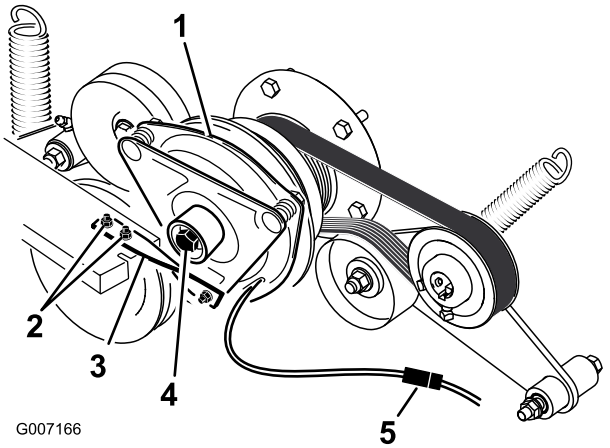

Figuur 62
5. Maak de stekker voor de elektrische aansluiting van de koppeling los (Figuur 62).
6. Verwijder de bouten waarmee de rubberen band van de koppeling is bevestigd aan het frame van de maaier (Figuur 62).
7. Verwijder de middelste bout waarmee de koppeling is bevestigd aan de uitgaande as van de motor en verwijder de koppeling en de spie (Figuur 62).
14. Houd de krukas op de achterkant van de machine, monteer de middelste bout en zet deze vast met een torsie van 68 Nm (Figuur 62).
15. Monteer de rubberen band van de koppeling op het frame van de maaier met de twee bouten en moeren die u eerder hebt verwijderd (Figuur 62).
17. Sluit de stekker voor de elektrische aansluiting van de koppeling aan (Figuur 62).